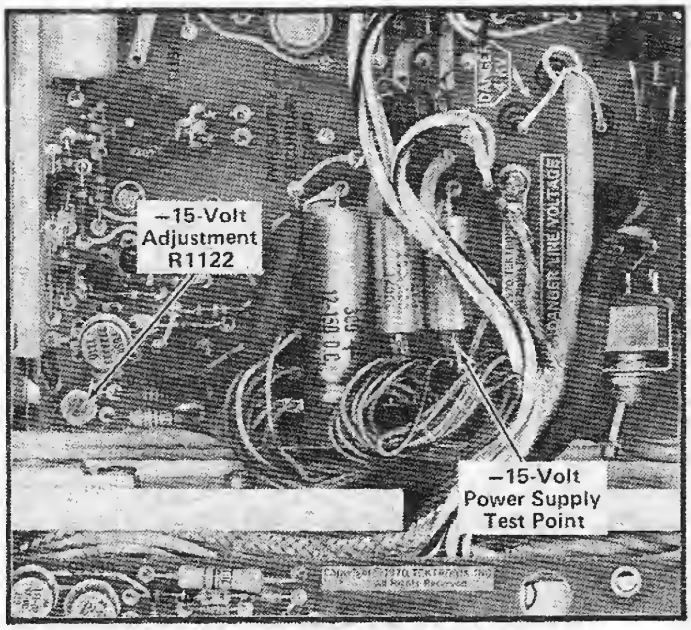

Fig. 5-4. Location of –15-Volt Power Supply Test Point.
a. Connect the Precision DC Voltmeter between the –15-volt power supply test point (negative lead of C1107 on Power Supply Secondary circuit board; see Fig. 5-4) and ground.
c. ADJUST– –15 Volts adjustment R1122 (see Fig. 5-4) for a meter reading of –15 volts, ±0.037 volt.